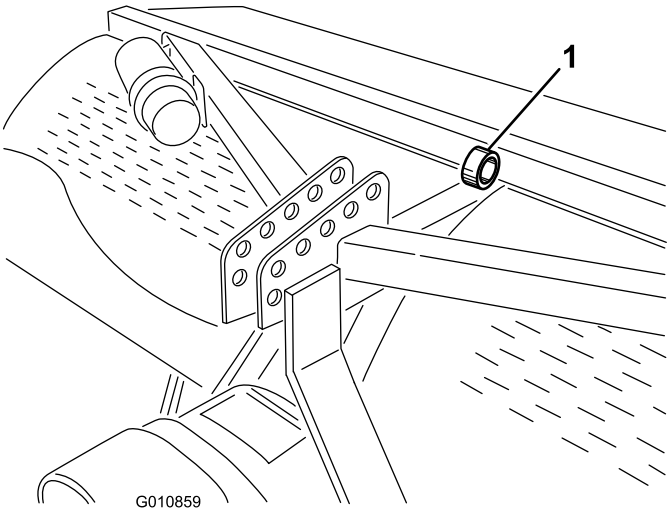

**Figuur 38**
**Opmerking:** U kunt een takel gebruiken om de beluchter omhoog te brengen. Gebruik de ring van de beluchterkop als bevestigingspunt voor de takel (Figuur 38). Controleer of de takel voldoende hefcapaciteit heeft. Raadpleeg het specificatieschema voor het gewicht van de beluchter.